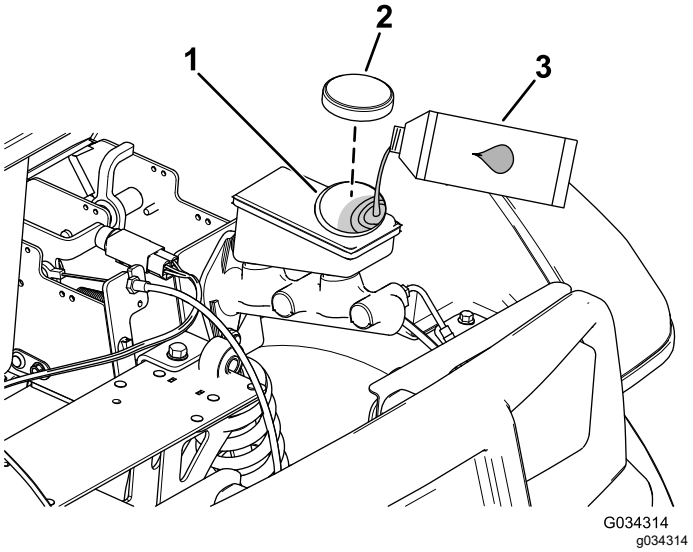

Figur 64
4. Lyft upp motorhuven så att du kommer åt huvudbromscylindern och behållaren (Figur 64).
A. Rengör området kring tanklocket och ta av locket (Figur 64).
C. Sätt tillbaka behållarens lock (Figur 64).